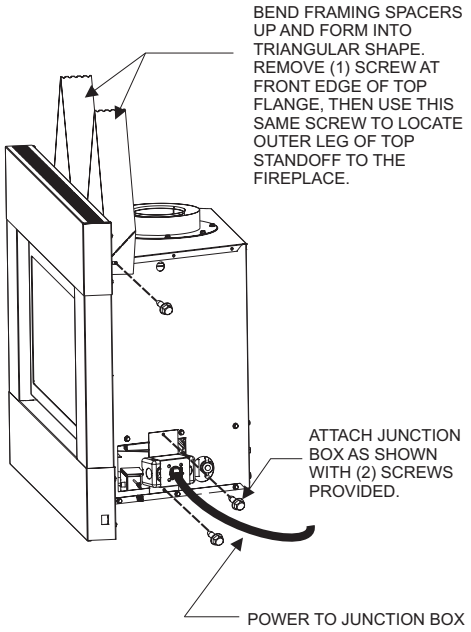

**Figure 10**
7. Prior to installing the Fireplace, hand bend the two (2) Top Framing Spacers into triangles as shown in Figure 10. To attach the outer leg of the standoffs, remove one (1) screw from the front of the outer top flange of the fireplace, then re-instal the same screw through the tab of the top standoff spacers into the outer top to secure. See Figure 10.
The blower accessory may be installed at any time before or after installation of the fireplace providing that the junction box has been properly pre-wired and secured to the right hand side of the fireplace outer wrap. See Figures 10, 43 and 44.
**Note:** For shipping purposes, the junction box is installed on the inside of the outer fireplace wrap. It is secured with (2) screws on the side of the fireplace. Once removed from the side of the fireplace, wiring to the junction box and receptacle can be performed. Re-install the junction box assembly to the side of the fireplace so that the receptacle faces inward. See Page 11, Figure 10.